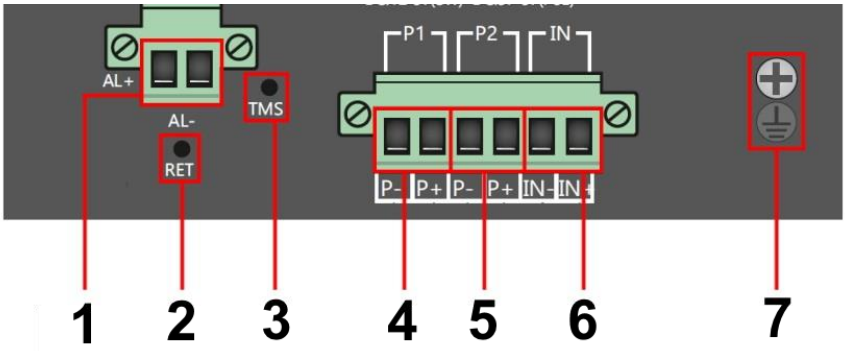

Рис. 3 Коммутатор SW-81602/ILS(port 90W, 600W), разъемы и кнопки на верхней панели
- Для обеспечения функционирования встроенной грозозащиты необходимо надежно заземлить корпус коммутатора (клемма 7) рис.3.